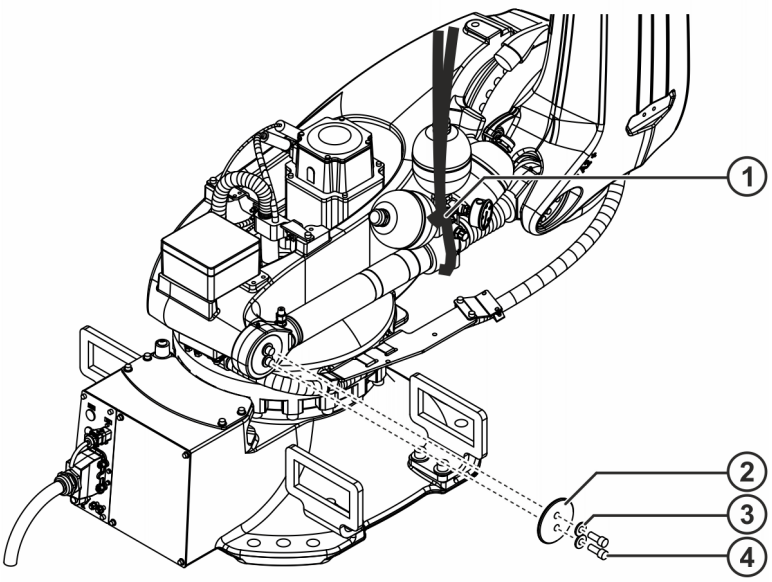

Fig. 8-19: Counterbalancing system, rotating column
4. Lift the counterbalancing system with a rope sling and bring it to the site of installation (>>> *Fig. 8-19*).